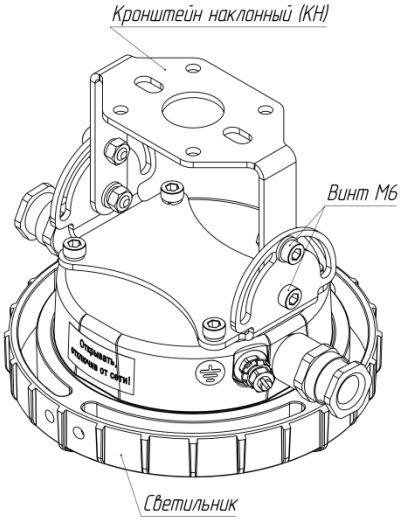

Рисунок 4.5
7.3.3. Для крепления светильника на опорной поверхности с возможностью регулировки наклона светильника ±90° предусмотрен кронштейн наклонный (КН) рисунок 4.5 – 4.6. На рисунке 4.6 показаны присоединительные размеры. Для регулировки наклона светильника ослабить винты М6 рисунок 4.5 произвести наклон светильника на необходимы угол, после чего затянуть винты.